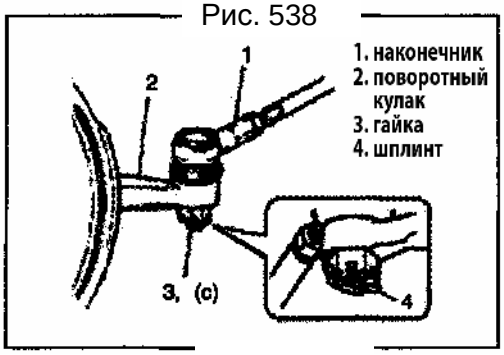

Рис. 539
3) Подсоедините рулевую тягу к поворотному кулаку, установите новую гайку на наконечник тяги, затяните ее требуемым моментом и установите шплинт (Рис.539).